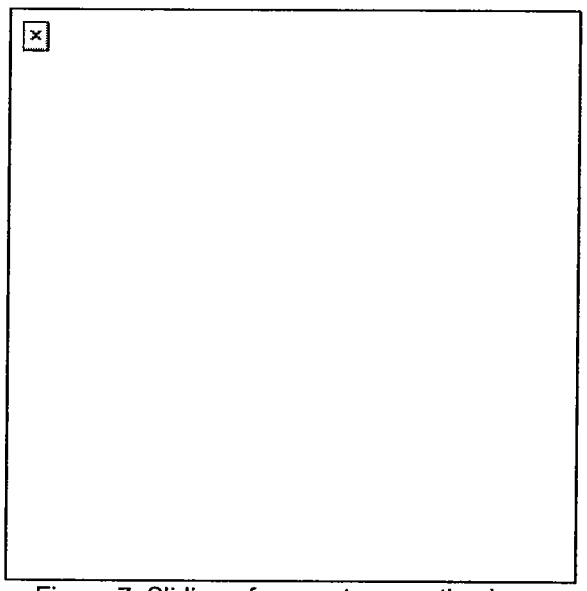

Figure 7. Sliding of gun onto mounting lugs.
a. Lower the gun into the mount. Slide the gun's front grooves onto the mounting lugs (Figure 7).